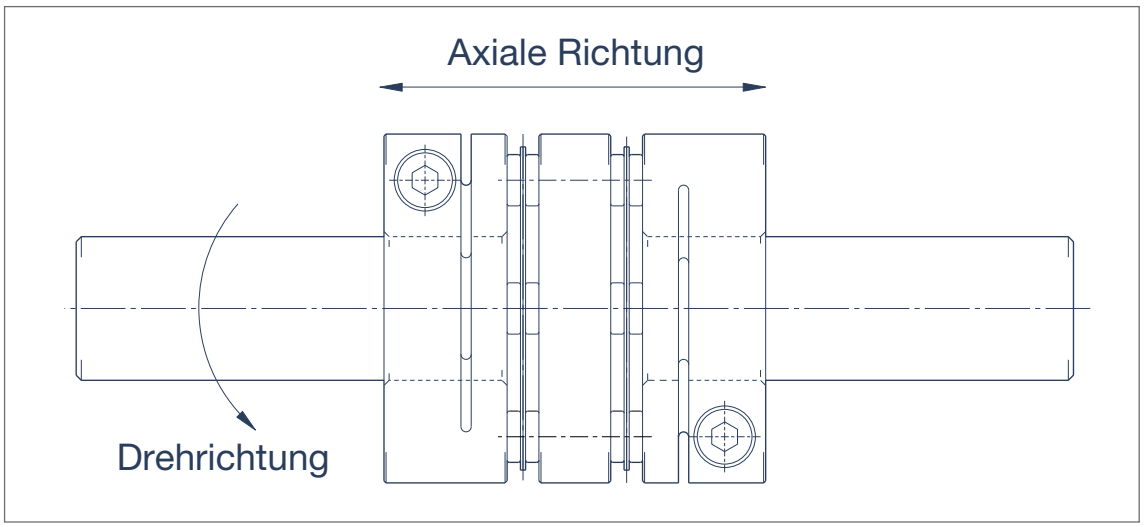

Abbildung 1
2. Schieben Sie die Servoflex auf den Motorwellenstumpf. Vermeiden Sie hierbei bitte das Ausüben unnötiger Kräfte auf die Kupplung. Verfahren Sie anschließend identisch bei dem Aufschieben auf die zweite Welle. Stellen Sie nun bitte sicher, dass sich die Servoflex sowohl in axialer Richtung als auch in Drehrichtung leichtgängig bewegen lässt und sich in einem unbelasteten Zustand befindet (Abbildung 1).